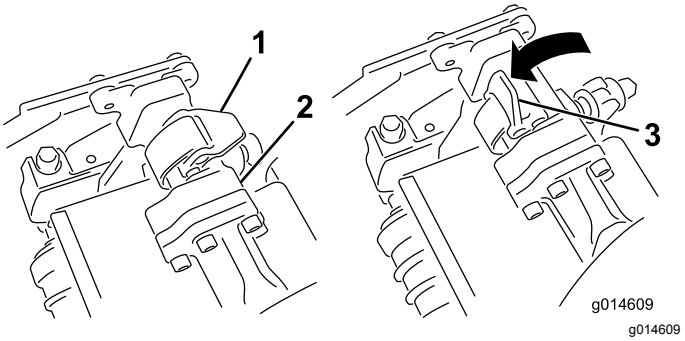
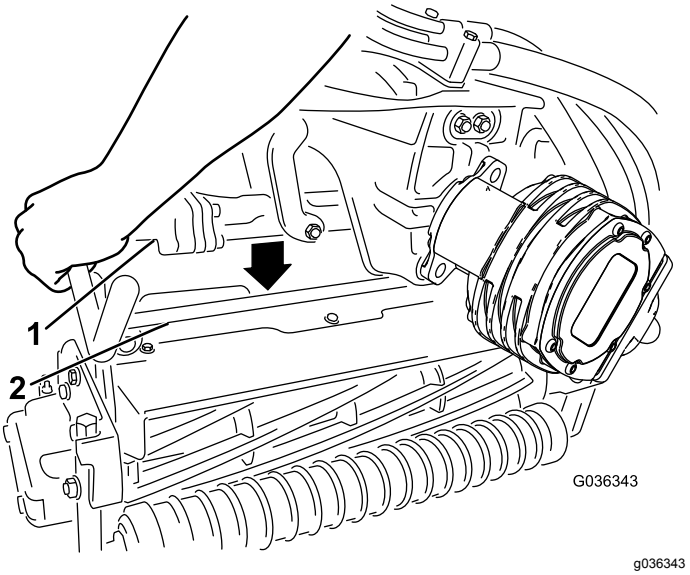

Figuur 51
Figuur 52
4. Zorg ervoor dat de vergrendelingen op de ophangarm omhoog wijzen (dus open staan) (Figuur 51), druk de ophangarm omlaag zodat de stang ervan over de stang aan de bovenkant van het maaidek valt (Figuur 52).
5. Sluit de vergrendelingen rond de stang van de maai-eenheid en vergrendel ze (Figuur 51).
5. Open de vergrendelingen op de stang van de ophangarm van de maai-eenheid dat u wilt verwijderen (Figuur 51).